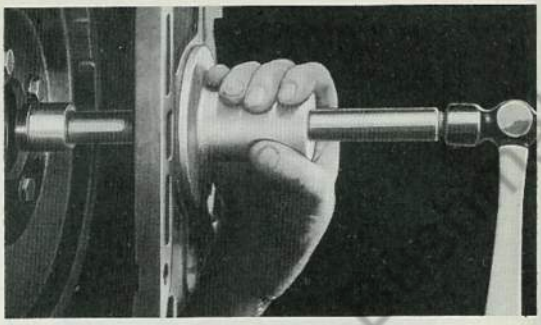

Fig. 16 Replacing Pilot Bearing
C. To Install Pilot Bearing—Great care must be exercised to provide correct bearing installation. When bearing is installed, it must be in exact alignment with pilot hole in flywheel housing. A special driver as illustrated in Fig. 16 is available for this purpose which includes a centering collar for clutch housing pilot hole and also provides a pilot for the bearing.